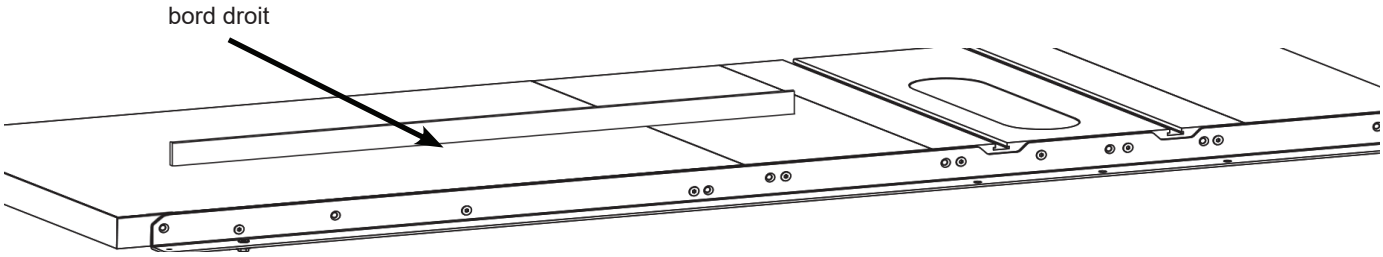
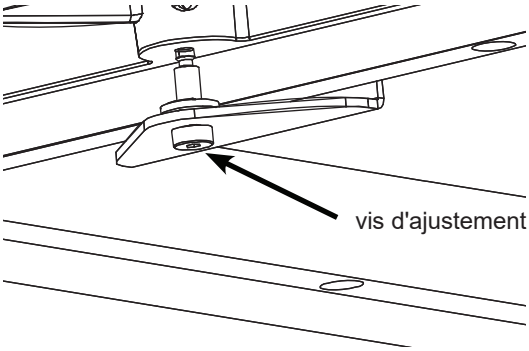

Fig. 15a
Fig. 15b
15. Placez le bord droit dans le sens de la longueur au milieu de la table (voir Fig.15a) et nivelez le milieu de l'extension en tournant la vis du support de réglage avec une clé hexagonale de 5 mm (voir Fig.15b).